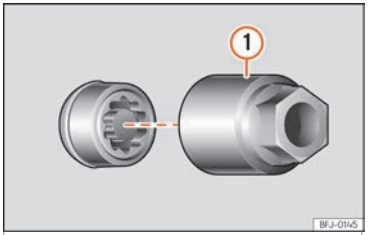

Fig. 35 Anti-theft wheel bolt with cap and adapter.
- Insert the special adapter ››› Fig. 35 ① (vehicle tools ››› page 41) onto the anti-theft wheel bolt and push it on as far as it will go.